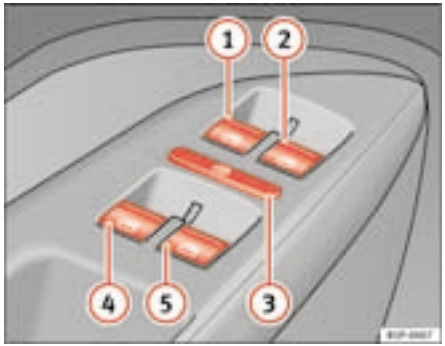

Fig. 69 Buttons on the driver's door: controls for front and rear electric windows
The buttons ⇒ page 106, fig. 69 (1) and (2) have two levels for opening the window and two for closing it. This makes it easier to open or close windows to the desired position.